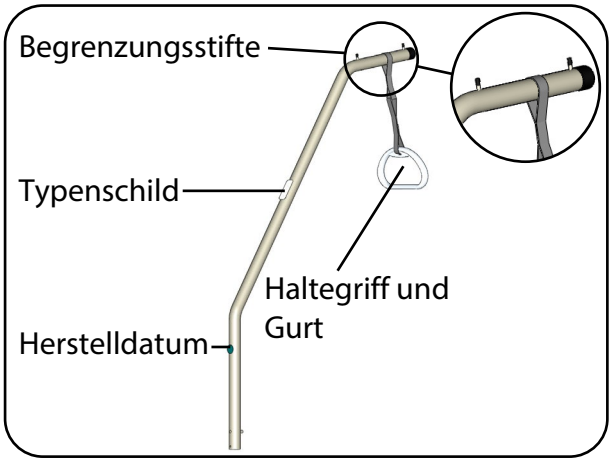

Abb. 6.3.02 – Aufrichter (hier: Rundrohr) mit Haltegriff und Gurt
4. Positionieren Sie die Halteschlaufe des Gurtes zwischen den beiden Begrenzungsstiften am Aufrichter (Abb. 6.3.02).